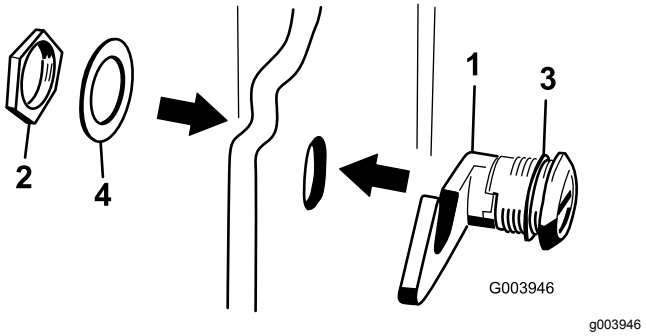

Figur 17
3. Fjern møtrikken fra motorhjelmslåsenheden (Figur 17).
4. Sæt låsens krogende gennem hullet i motorhjelmen udvendigt på motorhjelmen. Sørg for, at gummitætningsskiven forbliver på motorhjelmens udvendige side (Figur 17).